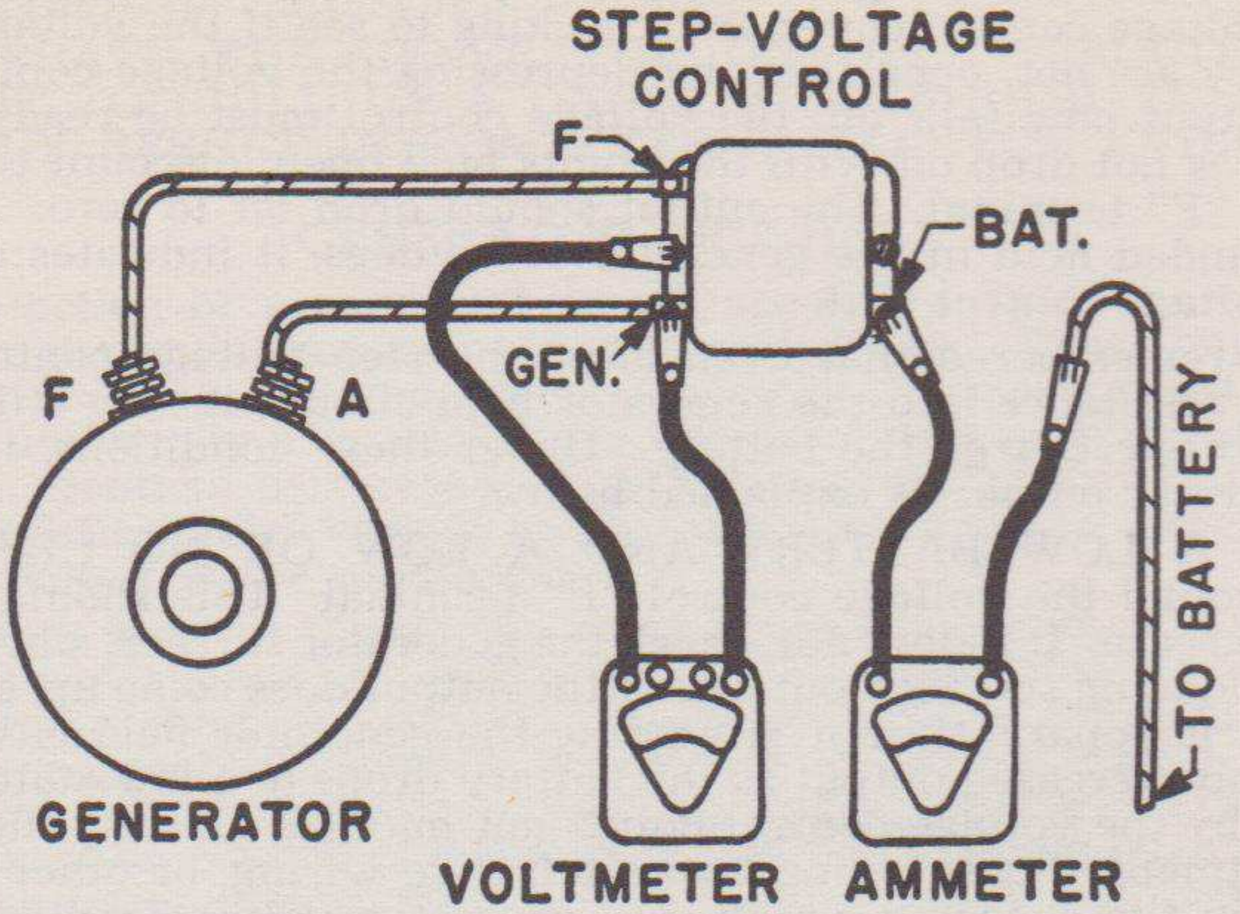
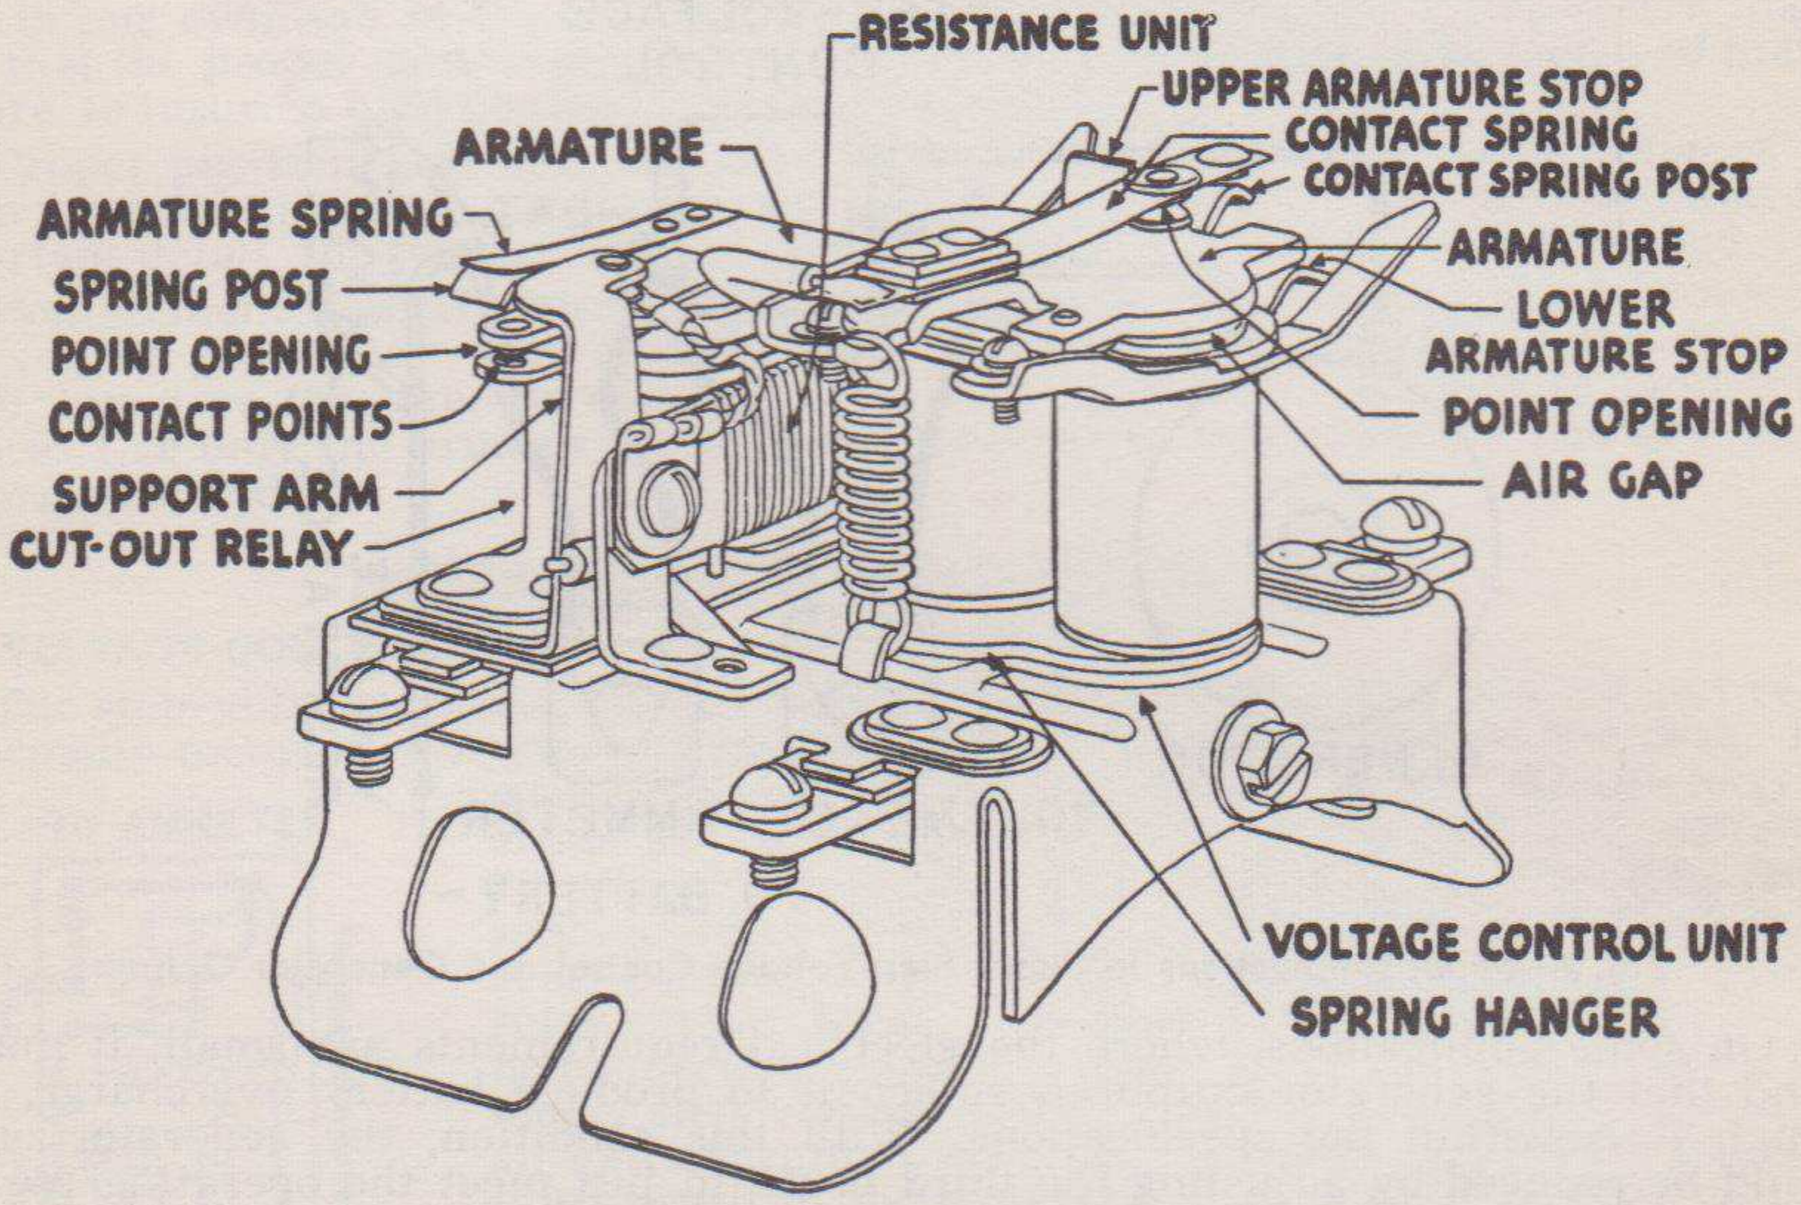

Fig. 10—Meter connections to Check Cut-Out Relay.
Fig. 11—Step-Voltage Control.
Connect the meter test leads as illustrated in Figure 10, gradually increase engine speed and note reverse current necessary to open the points. Disconnect voltage control and refer to Figure 11, if adjustment is required.
2. POINT OPENING—The point opening is adjusted by bending the upper armature stop (Figure 11). On the type with the extra set of contact points adjust by bending the support arm carrying the upper auxiliary contact point